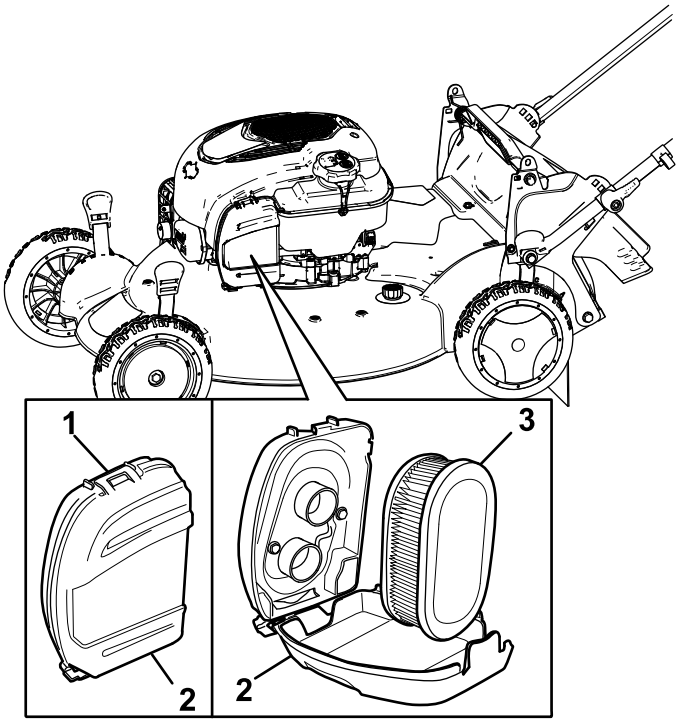

Rysunek 27
1. Odepnij górę pokrywy filtra powietrza (Rysunek 27).
2. Wyjmij filtr powietrza (Rysunek 27).